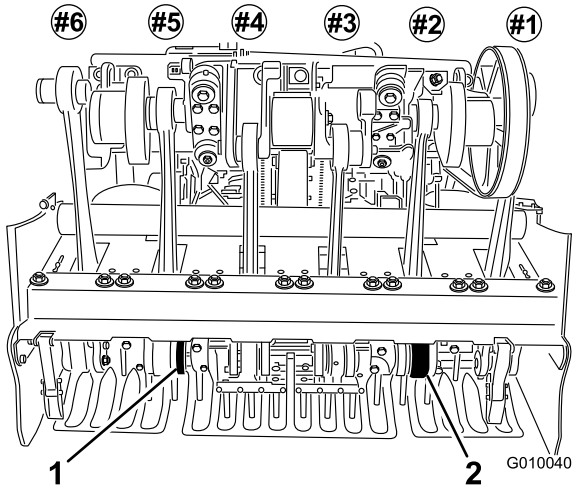

Figur 25
5. Monter piber på nummer 2 og 5 pibeholder (Figur 25) Stram boltene.